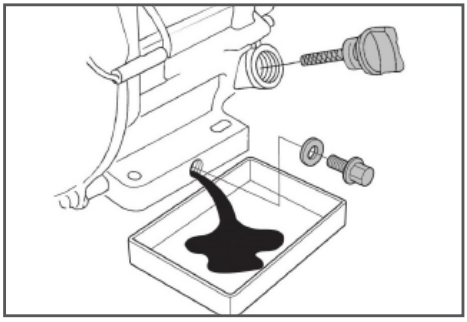

Рис. 18 Замена масла в двигателе
(1) Техническое обслуживание должно осуществляться более часто, при работе в пыльных условиях.
(2) Данный вид работ необходимо выполнять в авторизованном сервисном центре.
6. Открутите пробку для слива масла и слейте отработанное масло в подготовленную для этого емкость (Рис. 18).